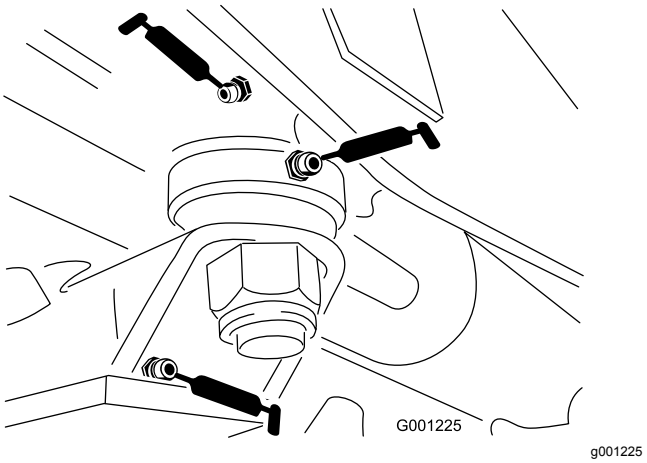

Figur 42
- Styrepladebøsninger (Figur 42)
- Akselstiftsbøsning (Figur 42)